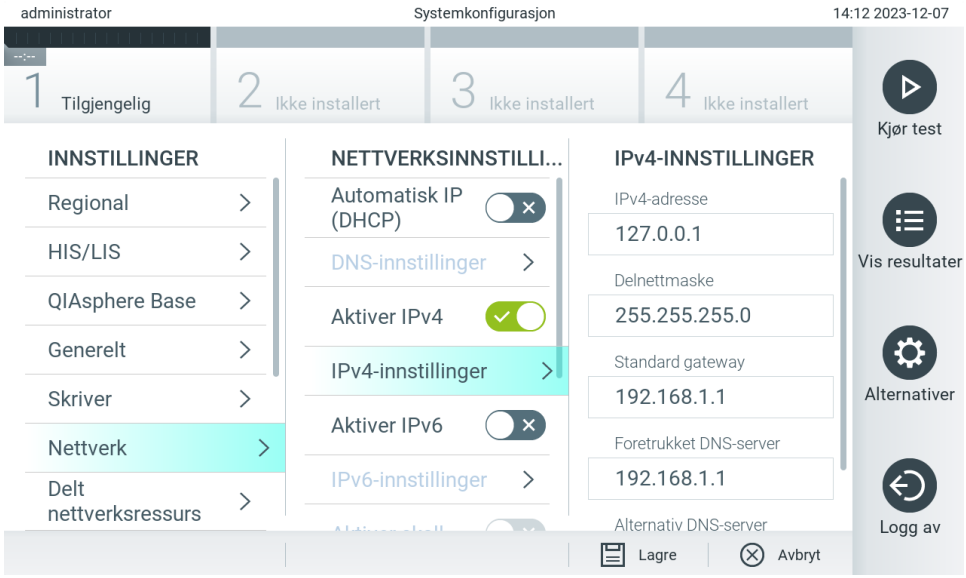

Figur 67. Konfigurere nettverksinnstillingene.
2. Velg **Network** (Nettverk) på listen **«Settings»** (Innstillinger) i kolonnen til venstre (figur 67).